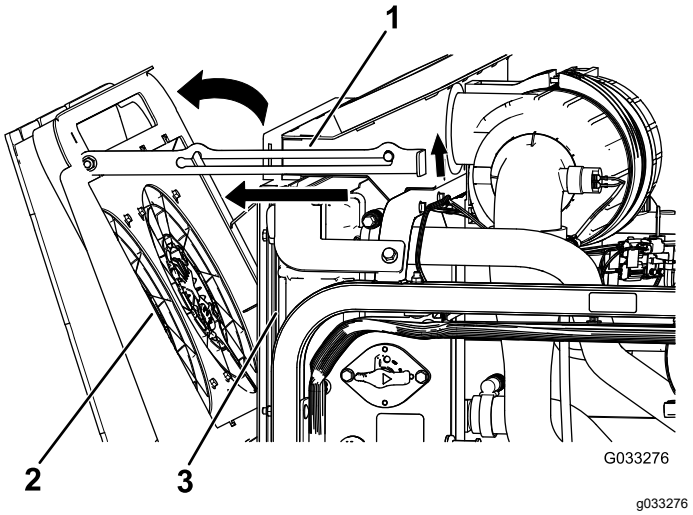

Figura 119
2. Gire los ventiladores de refrigeración del motor hacia atrás respecto al radiador, y enganche la varilla de sujeción en la muesca (Figura 119).